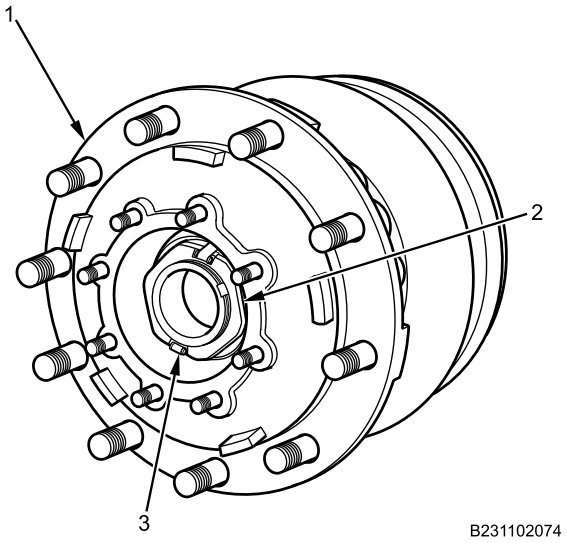

Figure 1. Rear Brake Drum and Hub Assembly.
2. Using 4-inch socket, release spring clips (Figure 1, Item 3) and remove retaining nut (Figure 1, Item 2) and outer bearing from (Figure 1, Item 1) rear brake drum and hub assembly.
3. With assistant assist remove rear brake drum and hub assembly (Figure 1, Item 1) from rear axle assembly.